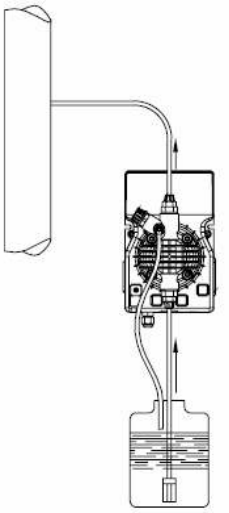
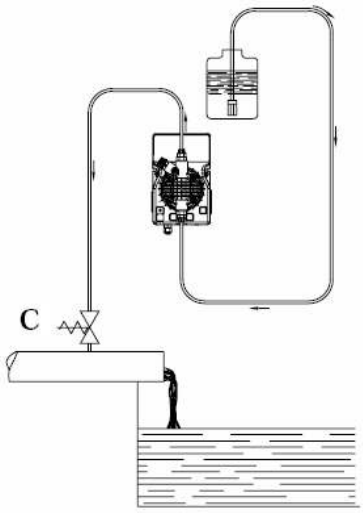

Рис. 5
Рис. 6
c. – Расположите насос, как показано на рис. 5, учитывая, что его можно устанавливать, как выше, так и ниже уровня дозируемой жидкости, при этом перепад уровней не должен превышать 2-х метров. Если система работает при атмосферном давлении (без обратного), а емкость с реагентами расположена выше насоса (рис. 6) необходимо часто проверять состояние клапана впрыска, т.к. его износ может вызвать попадание реагента в систему даже при выключенном насосе. Если данная проблема появляется, Вам необходимо установить антисифонный клапан (**C**) между точкой выброса и клапаном впрыска (либо заменить стандартный клапан впрыска на антисифонный клапан). Не устанавливайте насос над емкостью с химическими препаратами, выделяющими большое количество паров, за исключением случаев, когда емкость герметично закупорена.